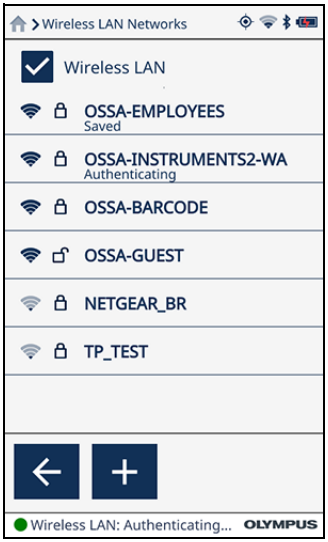

Рис. 4-24 Экран Сети Wireless LAN
2. Выберите опцию **Wireless LAN** для активации **Wireless LAN** (см. Рис. 4-24 на стр. 136).